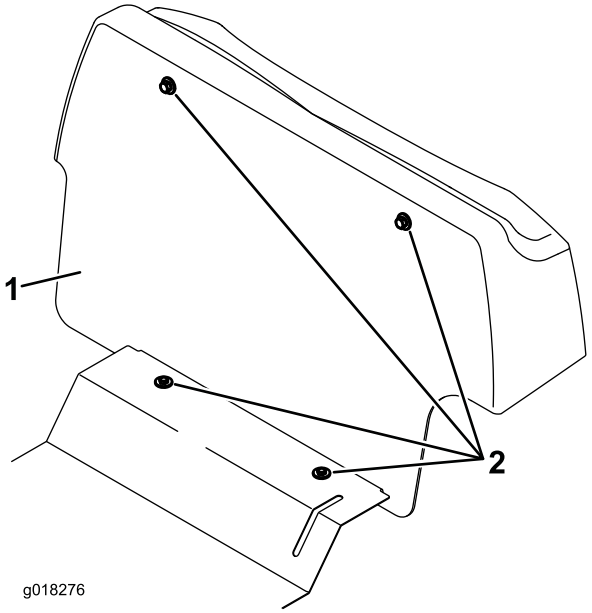

Figura 1
3. Retire el tabique desenroscando los 4 pernos (Figura 1). De esta manera tendrá acceso al arnés de cables principal.